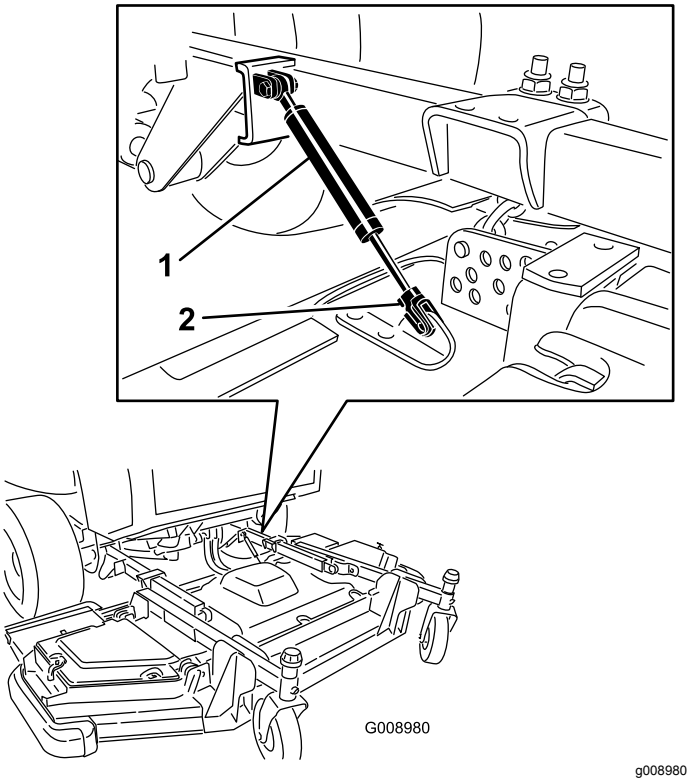

Figur 136
3. Ta bort hållarklämman och koppla bort motviktssystemet från klippdäcket (Figur 136).